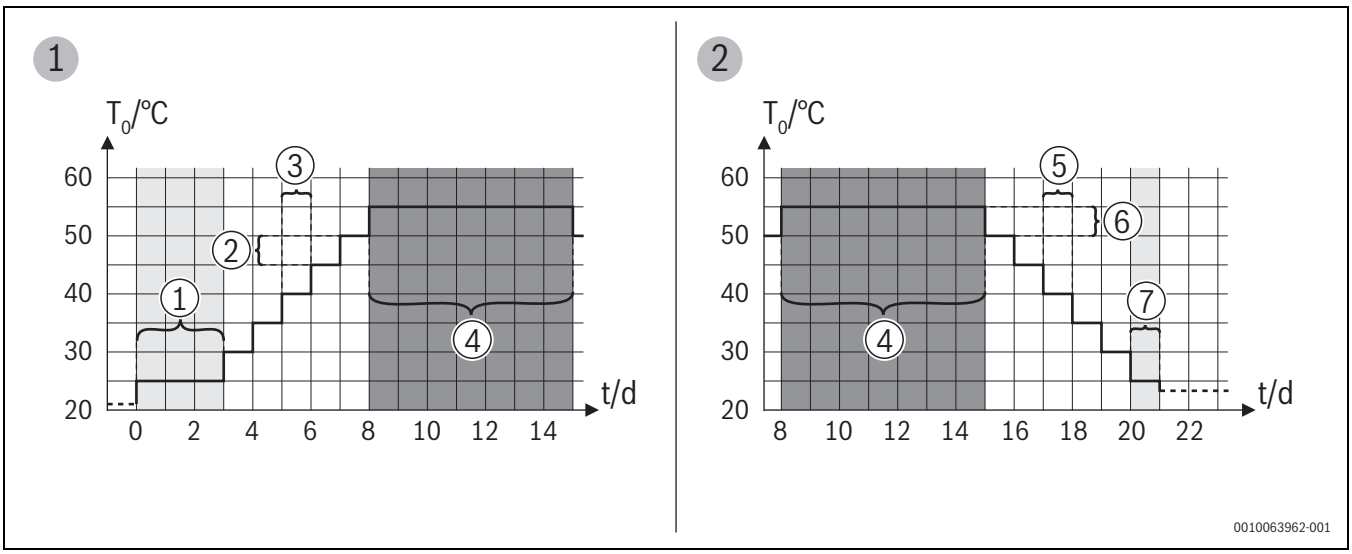

Bild 5 Ablauf der Estrichtrocknung mit den Grundeinstellungen in der Aufheiz- und Abkühlphase
• Dauer: Die ausgewählten Heizkreise sind während der Wartezeit ausgeschaltet. Der Frostschutz ist aktiv (→ Abb. 5, Zeit vor Tag 0).
Tab. 17 Einstellungen im Menü Estrichtrocknung (→Abb. 5 zeigt die Grundeinstellung des Estrichtrocknungsprogramms)
Legende zu Abb. 5: